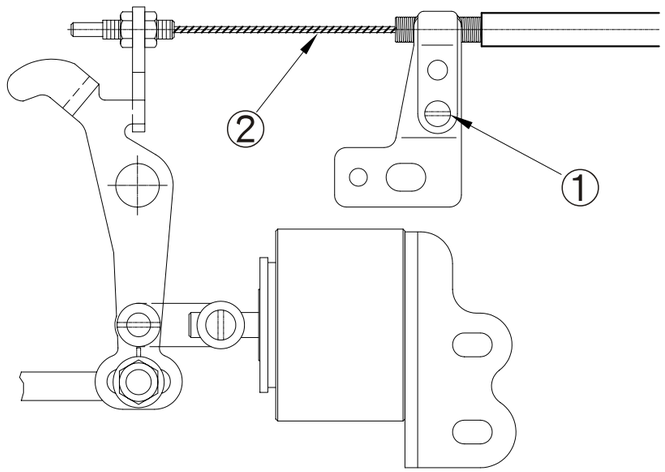

Fig. 14
2. Ajustar la cantidad perdida de tensión del disco del segundo hilo. (fig. 14)